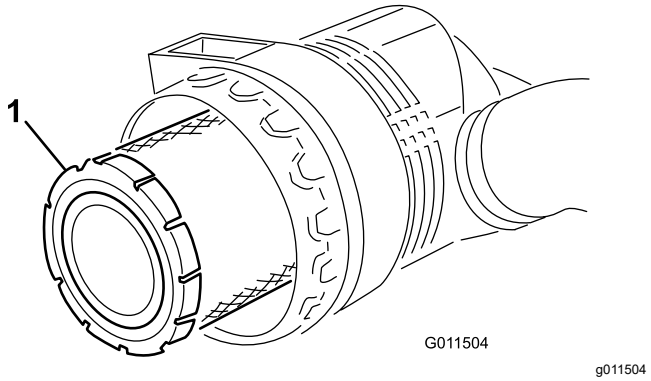

Figura 86
5. Retire e substitua o filtro primário (Figura 86).